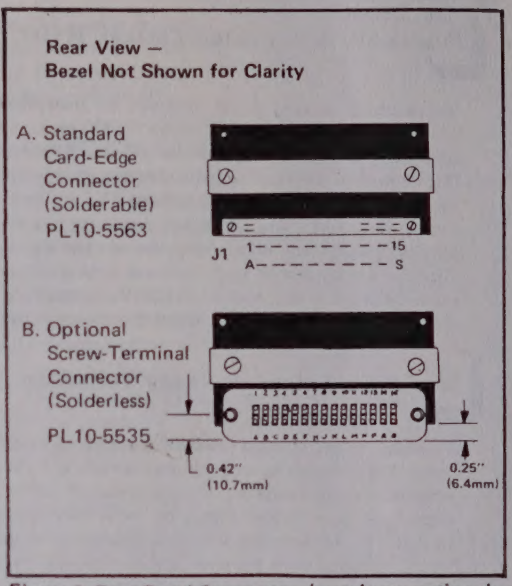

Figure 9. Rear Panel Connectors (metal case option shown)
*Optional Screw-Terminal Connector (Analogic PL10-5535) available for solderless wiring for plastic or metal case (See Figure 9)